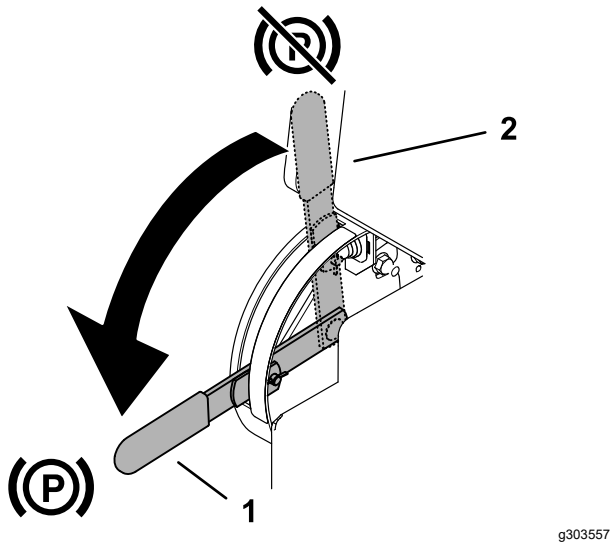

Rysunek 7
- Aby załączyć hamulec postojowy, przekręć dźwignię w dół (Rysunek 7).
- Aby zwolnić hamulec postojowy, przekręć dźwignię w górę (Rysunek 7).